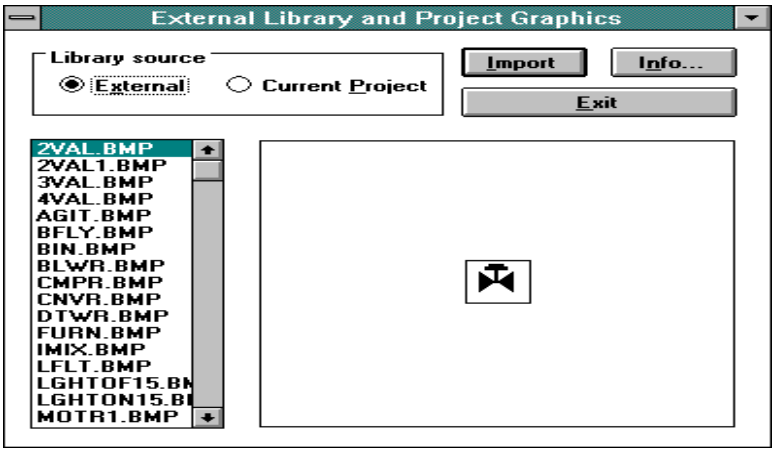
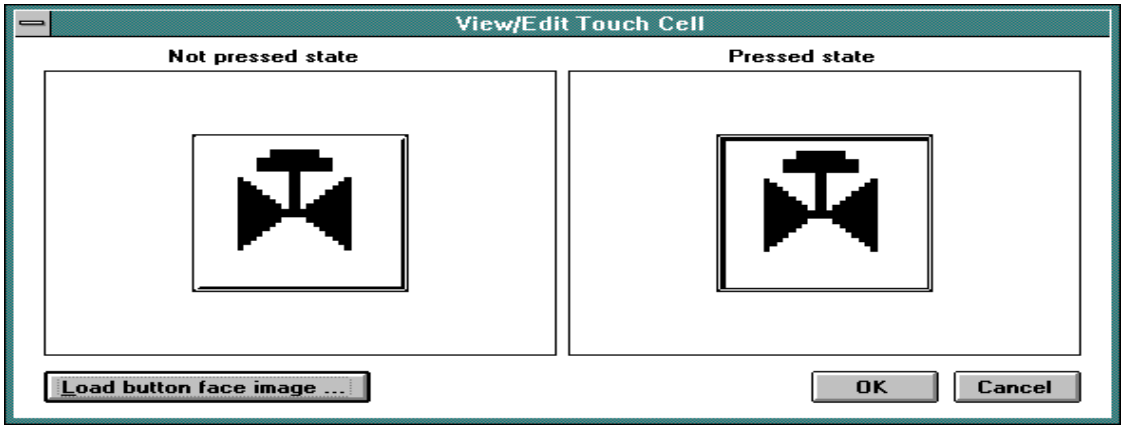
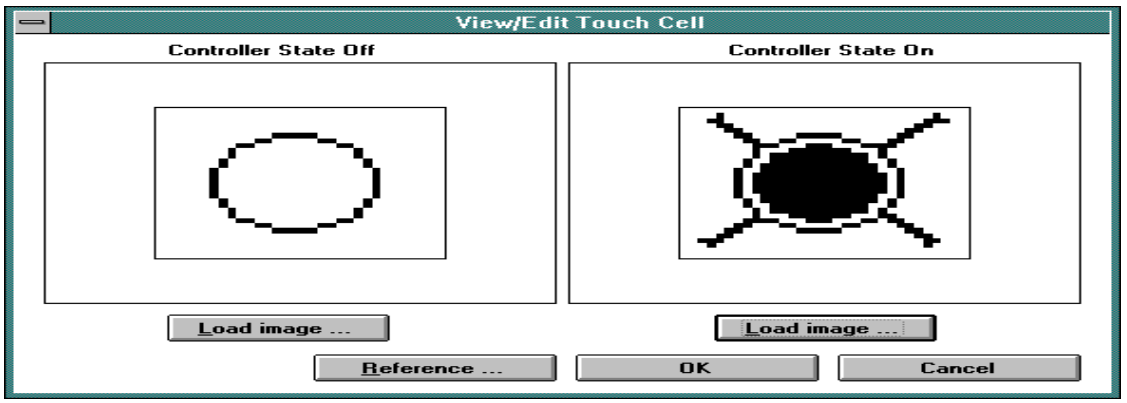
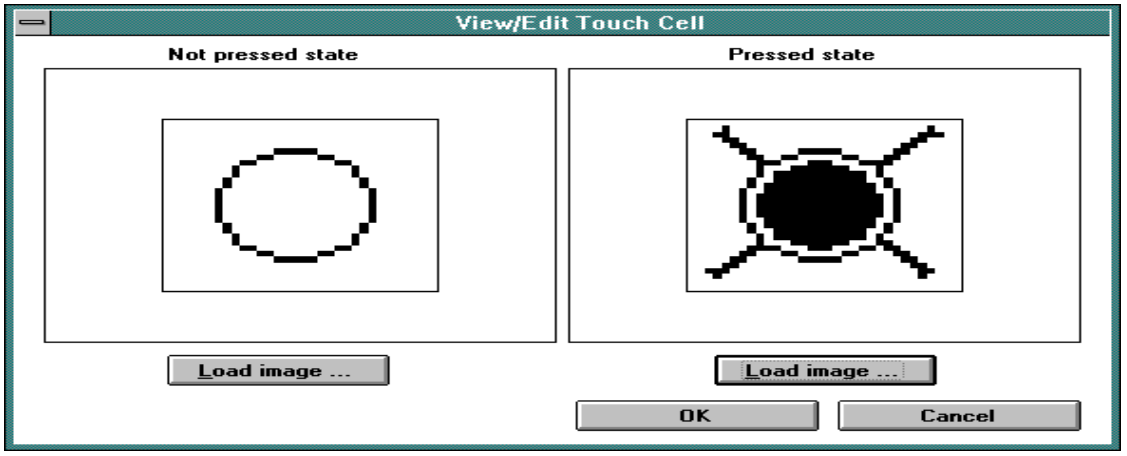

Figure 6
Figure 7
Figure 9
Figure 10
6. This will bring up a dialog box (see Figure 7) in which the user can choose to load the face image. Click on the *Load button face image* button. This will bring up the dialog box shown in Figure 6 in which the user can select the graphic to be used.
6. This will bring up a dialog box (see Figure 9) in which you are able to import a graphic for the controller state off and controller state on. Click on the *Load image* button underneath the Controller state off display box to load the graphic. This will bring up the dialog box that is shown in Figure 6.
bring up the dialog box shown in Figure 9. Clicking on the *Reference* button allows the user to associate the graphic with a specific memory location in the controller.
8. Once you have specified the memory location you wish to use, you will be returned to the dialog box shown above in Figure 9. Selecting *OK* from within this dialog box will take you to the page editor workspace. If you chose to click on the *Edit/View* button in step 5, you will be taken to the *Configure Touchscreen Cell* dialog box instead. Choosing *OK* from within this dialog box will return you to the page editor workspace.
7. This will bring up a dialog box (see Figure 10) in which you are able to import graphics for both the pressed and not pressed states. Click on the *Load image* button underneath of the *Not pressed state* box. This will bring up the dialog box that is shown in Figure 6.
9. Repeat steps 7 and 8 for the *Pressed state*. Clicking on *OK* from within the dialog box (see Figure 10) will return you to the page editor workspace. If you chose to use the *Edit/View* button in step 6, you will be taken to the *Configure Touchscreen Cell* dialog box instead. Selecting *OK* from within this dialog box will return you to the page editor workspace.